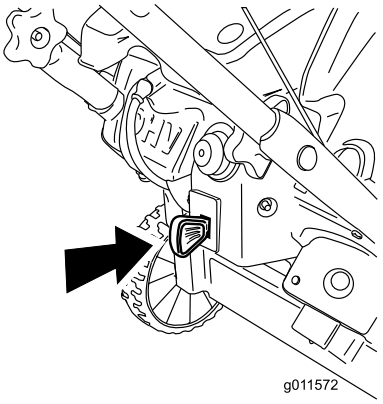

Figura 15
1. Premete la chiave di accensione fino a fine corsa, portandola in posizione On (Figura 15).